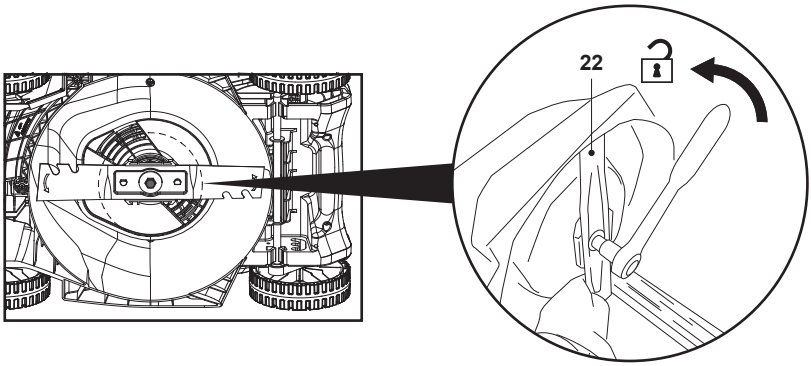

**Fig. 20**
**NOTE:** If a hand tool wrench or spanner is used instead of an electric impact wrench, the cutting blade (22) should be prevented from rotating while loosening the bolt. Wear heavy-duty gloves and grip the blade firmly. Use a good-size piece of wood to block the rotation of the blade if necessary (Fig. 20).